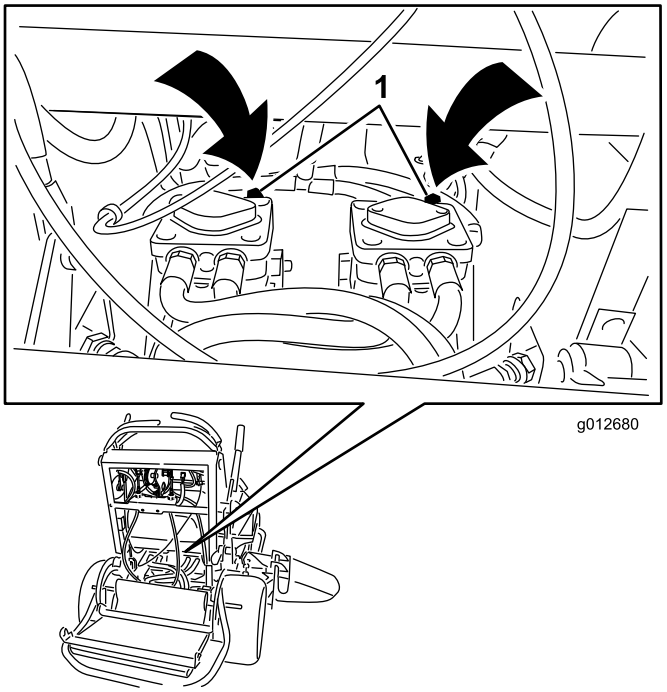

Figur 25
3. Åbn omløbsventilen på begge pumper ved at dreje dem 1 til 2 omgange mod uret. Derved får hydraulikvæsken mulighed for at løbe uden om pumperne, så hjulene kan dreje (Figur 25).